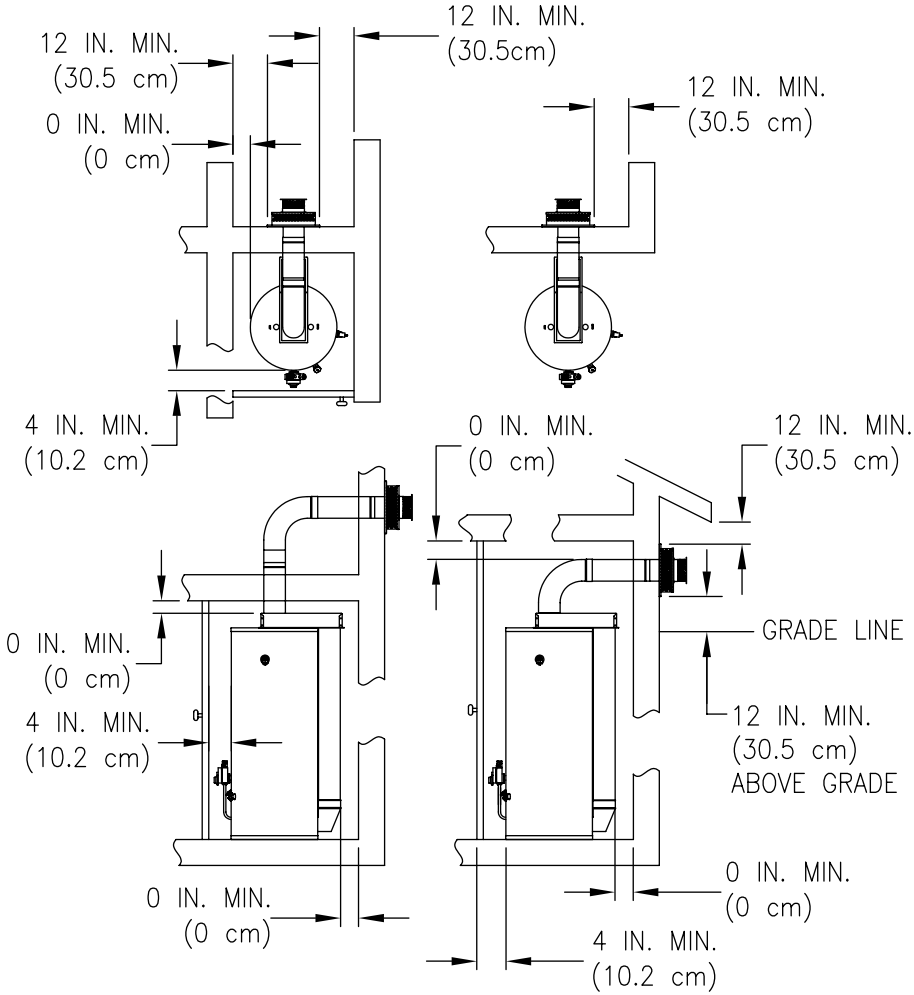

Figure 1
This installation must allow access to the front of the water heater and adequate clearance must be provided for servicing and operating this water heater. The water heater may be installed on either a combustible or non-combustible floor. If the water heater is to be installed directly on carpeting, it must be installed on top of a metal or wood panel extending beyond the full width and depth of the appliance by at least three (3) inches *(76.2 mm)* in any direction or, if the appliance is to be installed in an alcove or closet, the entire floor must be covered by the panel. The minimum clearances to combustibles for this water heater is: zero (0) inch *(0 cm)* from the sides and rear, four (4) inches *(10.2 cm)* from the front of the jacket, zero (0) inch *(0 cm)* from the plenum, zero (0) inch *(0 cm)* from the air intake tubes and twelve (12) inches *(30.5 cm)* from the direct vent-air intake terminal. (See Figure 1).